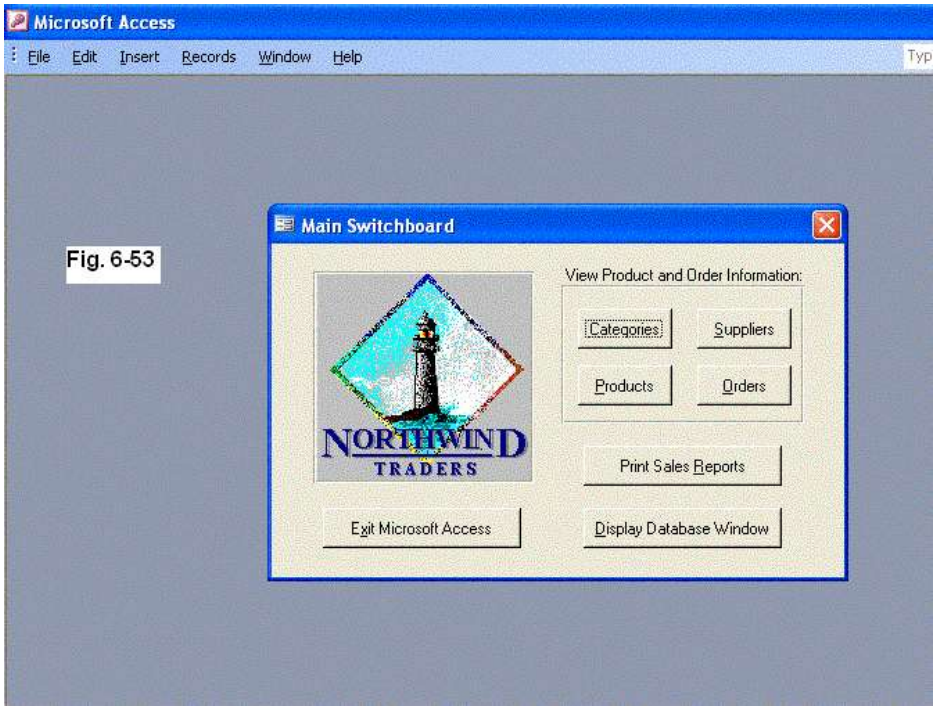

Fig. 6-53
4. Press **Ctrl+Ins** to enable the bypass key, and then click **Exit Microsoft Access** on the **Main Switchboard**, as given in Fig. 6-53.